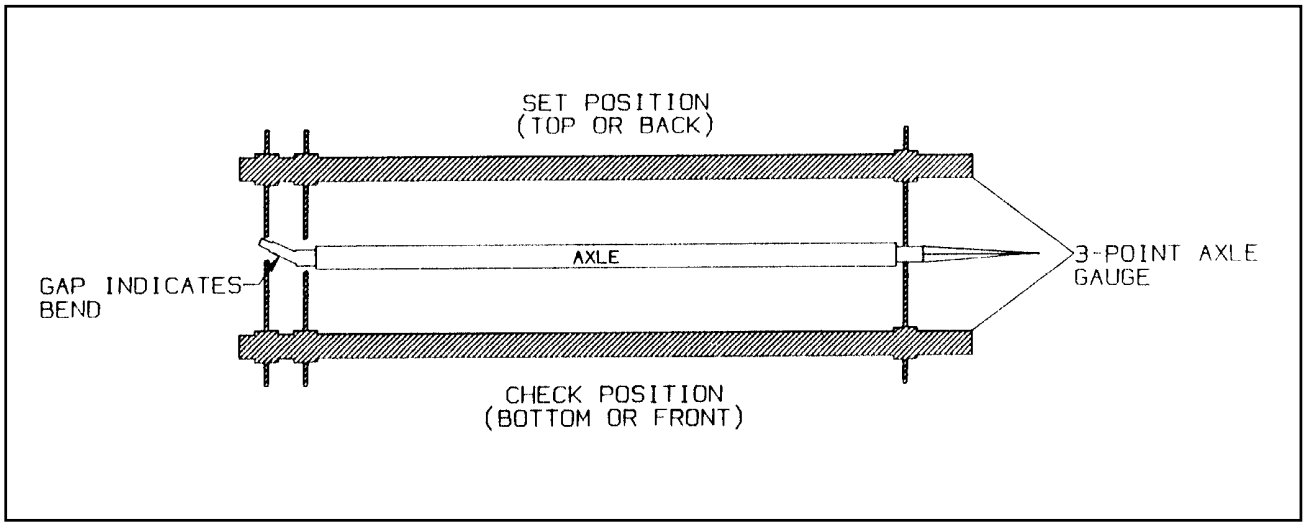

**Figure 4-6 Checking Axle for Bend**
**b.** Place a 3-point axle gauge against the front side of the axle, and adjust each axle gauge point to the axle. (Double point end against the inner and outer wheel bearing surfaces of the spindle being checked and the other point on the inner bearing surface on the other spindle.)**(See Figure 4-6).**
**c.** Move the axle gauge and place against the back side of the axle. If either of the points of double point end fails to touch the axle surface, a bent spindle is evident. A point gap of .015" or more is considered excessive tire “toe” and the axle must be replaced **(See Figure 4-6)**.